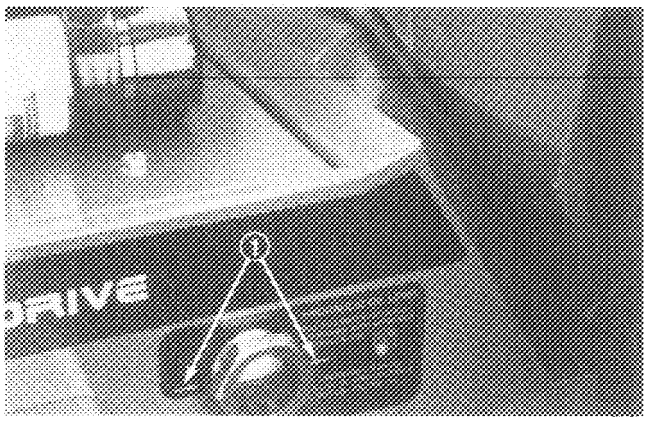
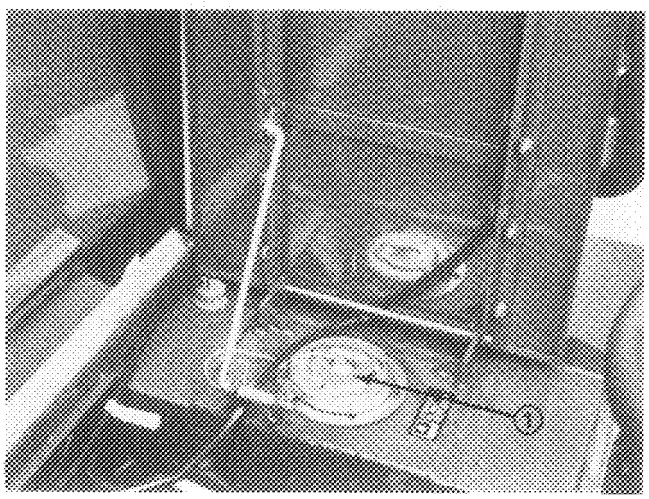

Figure 38
Figure 39
Capacity of the hydraulic reservoir is approximately 15 gal. (58 L). With machine on a level surface, hydraulic oil level should be 1/4 to 1/2 inch below arrows on sight glass, when oil is cold. Warm oil should be even with arrows on sight glass (Fig. 38). If level is low, add hydraulic oil. Refer to Hydraulic Oil Specifications.
2. Clean around reservoir cover (Fig. 39). Remove cover and add hydraulic oil until it is even with arrows on sight glass (Fig.38).
4. With cutting units up and oil warm, look into sight glass (Fig. 38). If hydraulic oil is not even with arrows, add enough to raise to proper level. Do not fill full if oil is cold.
6. Look into sight glass (Fig. 38). Hydraulic oil level should be even with arrows when oil is warm. If level is low, add hydraulic oil to the reservoir. Refer to Hydraulic Oil Specifications.